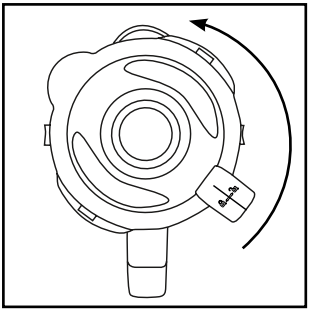
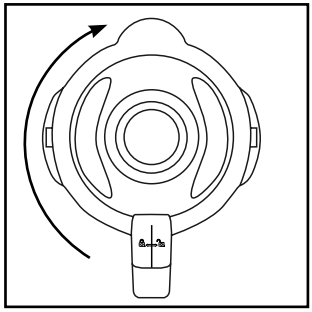

Abb.1
Abb.2
1) Drehen Sie den Mixaufsatz ❸ gegen den Uhrzeigersinn bis der Pfeil ▼unter dem Griff des Mixaufsatzes über der Position 🔓 steht. Nehmen Sie den Mixaufsatz ❸ gerade nach oben vom Motorblock ❻ ab.
2) Entfernen Sie den Deckel ❷, indem Sie ihn so weit gegen den Uhrzeigersinn Richtung Position 🔓 drehen (siehe Abb. 1), bis Sie ihn nach oben abziehen können.
3) Befüllen Sie den Mixaufsatz ❸.
4) Drücken Sie den Deckel ❷ versetzt wieder fest auf den Mixaufsatz ❸ auf. Schließen Sie den Deckel ❷, indem Sie ihn im Uhrzeigersinn in die Position 🔒 drehen, bis er hörbar einrastet (siehe Abb. 2). Achten Sie darauf, dass die Ausgießnase am Mixaufsatz ❸ verschlossen ist. Nur wenn der Deckel ❷ bündig aufgesetzt ist, kann der Motor starten.